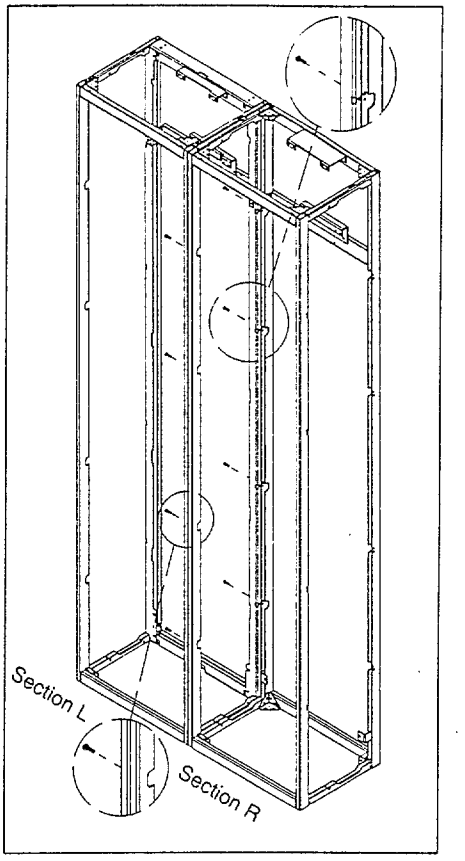

Figure 10: 15" (381 mm) deep; one section with vertical bus, one without
c. **15" deep (381 mm)—one section with vertical bus and one without** (figure 10)